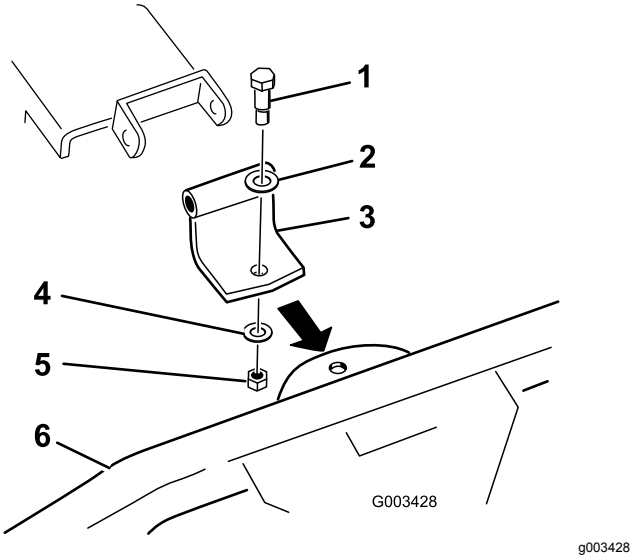

Figura 3
1. Instale el soporte del pivote curvo al rastrillo flexible, tal y como se muestra en la Figura 3.